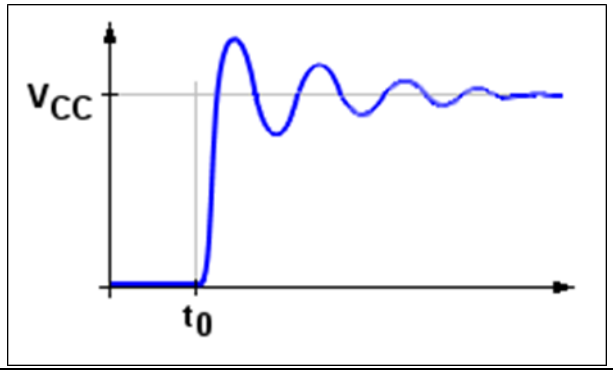

Figure 8 Signal rise after closing the switch at point (B)
However, at the port pin Pxy on point (B), as shown in **Figure 8**, the voltage can be measured.